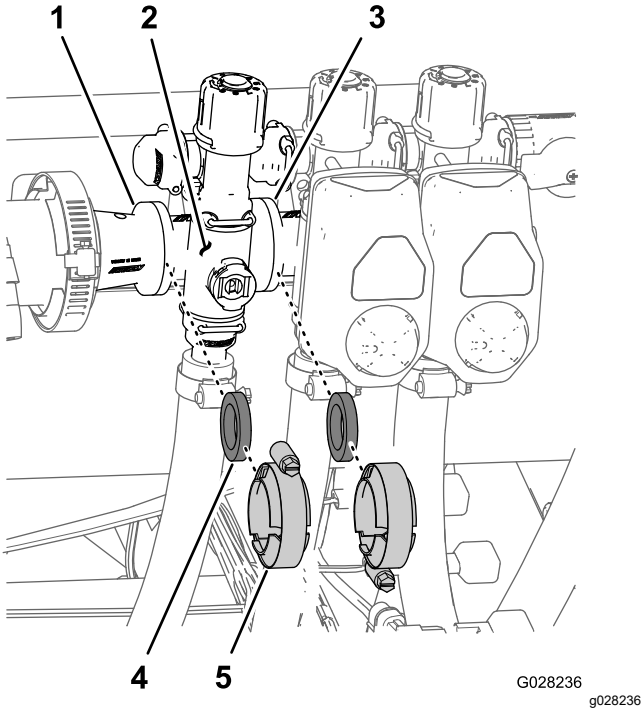

Figura 74
1. Retire las abrazaderas y las juntas que sujetan el distribuidor de la válvula de sección (Figura 74) a la válvula de sección adyacente (si es la válvula de sección de la izquierda, al racor reductor).